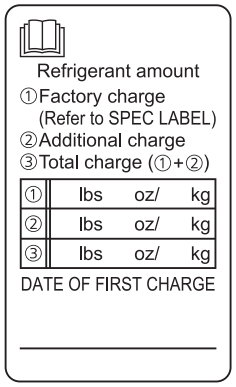

Fig. 1
9) Reportez-vous à la section 1-3. et chargez la quantité de réfrigérant supplémentaire prescrite, puis notez la quantité de réfrigérant sur l'étiquette "Quantité de réfrigérant" (Fig. 1) si nécessaire. Veillez à charger lentement le liquide réfrigérant. Sinon, la composition de réfrigérant dans le système peut changer et affecter les performances du climatiseur.